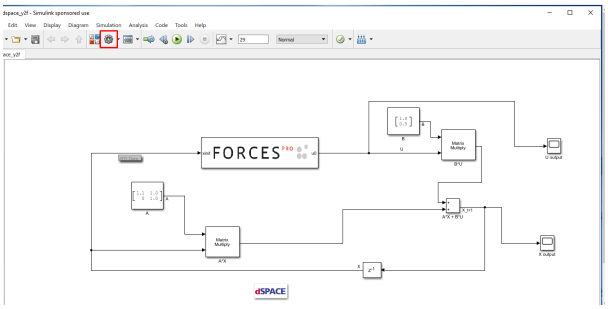

Figure 10.21: Open the Simulink model options.
6. (Figure 10.21) Access the Simulink model's options.